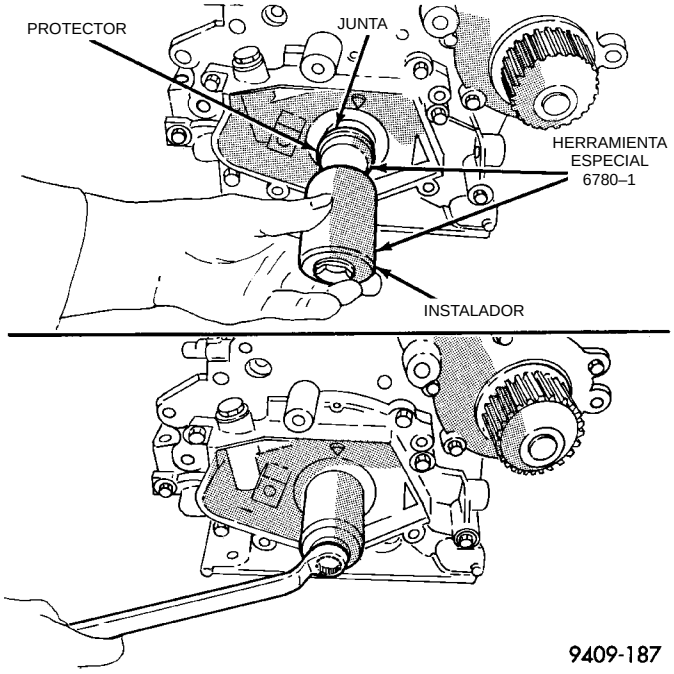
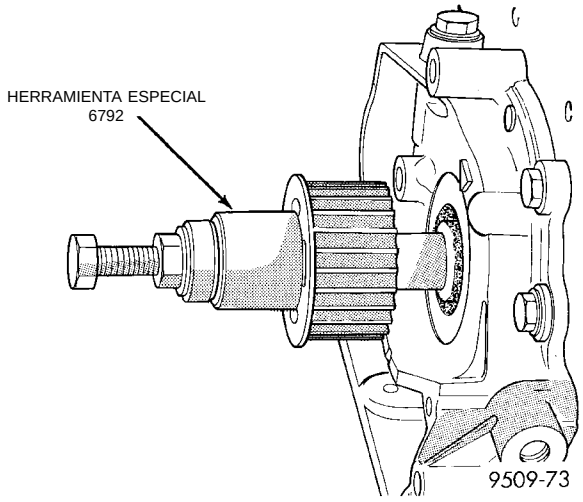

Fig. 59 Junta de aceite delantera del cigüeñal—Instalación
Fig. 60 Rueda dentada del cigüeñal—Instalación
(1) Instale la junta nueva utilizando la Herramienta 6780–1 (Fig. 59).
(2) Coloque la junta en la abertura con el muelle de junta apuntando hacia el interior del motor. Instale la junta hasta que quede al ras con la tapa.
(3) Instale la rueda dentada del cigüeñal (Fig. 60). Utilice la Herramienta especial 6792.